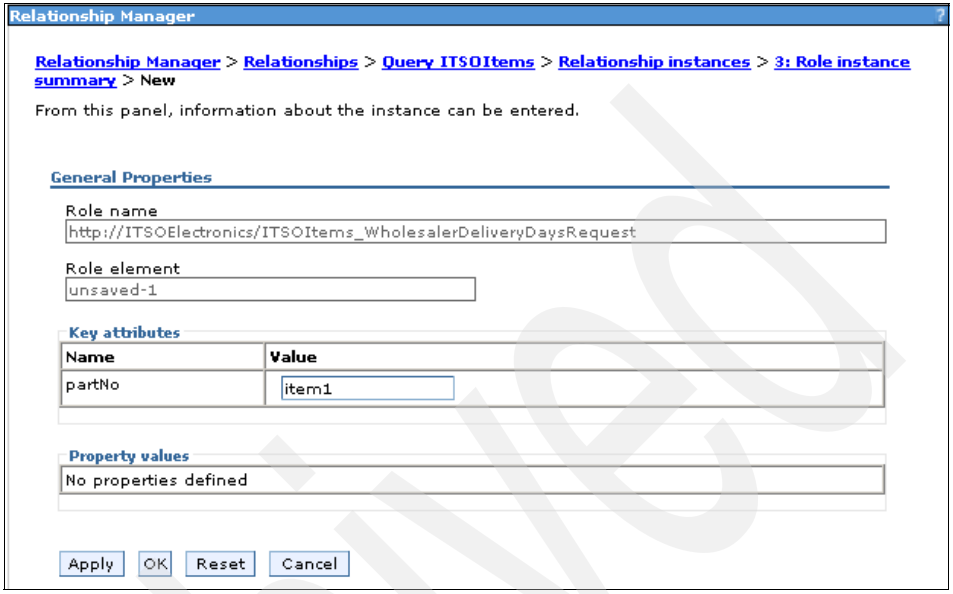

Figure C-17 Adding the Warehouse F role instance
16. As shown in Figure C-17, in the Key Attributes, under Value, type `item1`, and click **OK**.